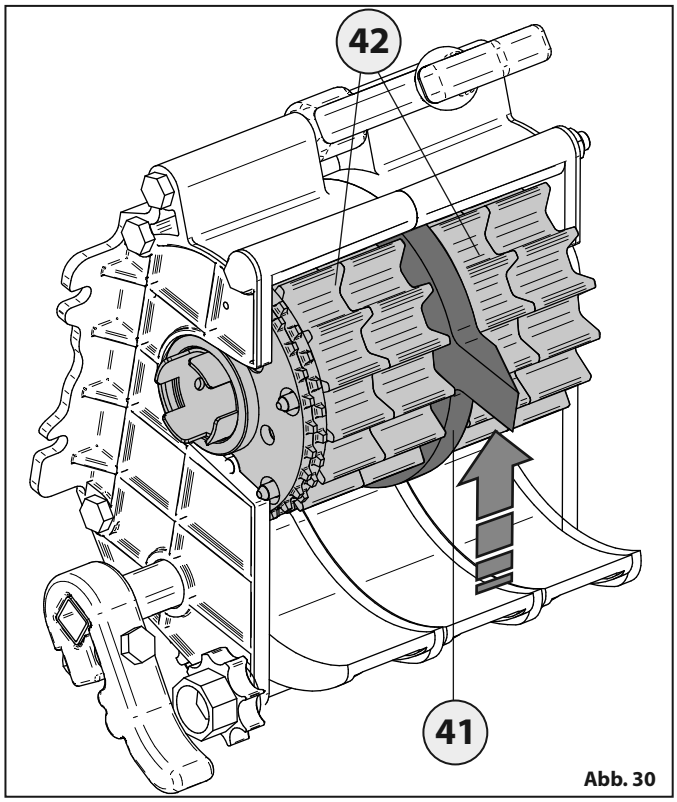

Abb. 30
- Nach dem Einsetzen des Trenners **41** seine Spitze nach oben schieben, um den Trenner und die Rollen in der korrekten Position zu blockieren „Abb. 30“.